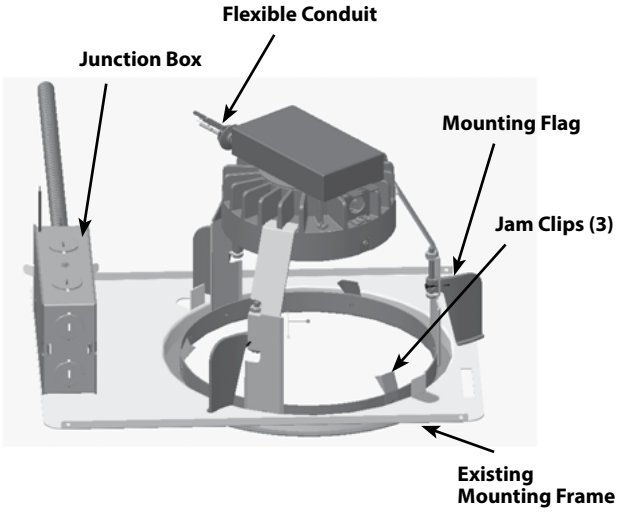

Fig.4.
2. To secure fixture over **Existing Mounting Frame**, swing **Mounting Flag (3)** outward by turning **Flag Screw** clockwise. **Ceiling Flange** should be snug tight against ceiling as shown in **Fig. 4**. DO NOT OVERTIGHTEN SCREWS.